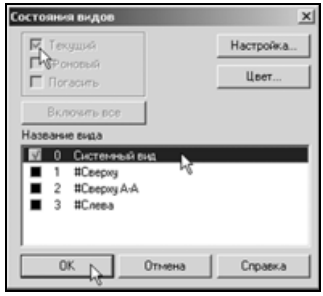

Рис. 3.17
- Щелчком мыши выделите в списке видов **Системный вид** и включите для него флажок **Текущий**. Затем закройте окно щелчком на кнопке **OK** (рис. 3.17).